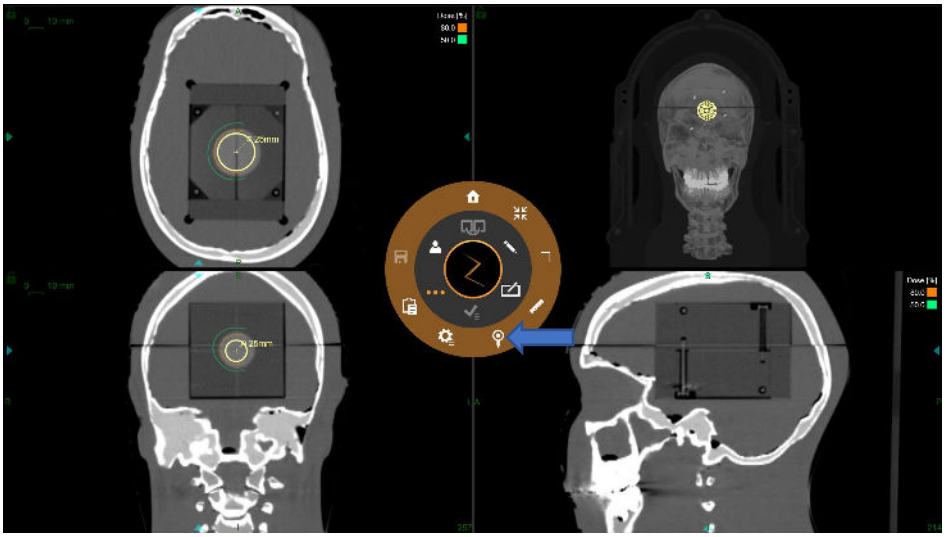

Figura 7-3 Paso del cubo de esferas.
3. Haga clic en **Auto ball center detection** (Detección automática del centro de la esfera) para colocar el isocentro en el centro de la esfera (consulte la figura 7-3).